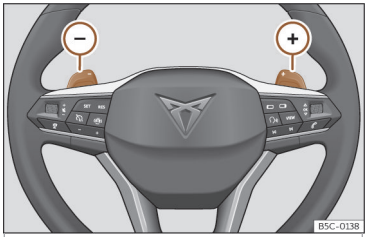

Abb. 146 Lenkrad: Hebel für Automatikgetriebe.
- Tippen Sie die Schaltwippe ⊕, um einen Gang hochzuschalten››› **Abb. 146**.